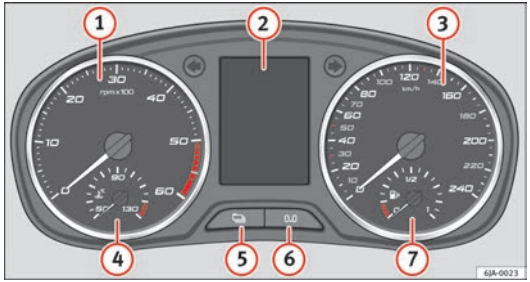

Fig. 31 General instrument panel
The red part of the rev counter scale (1) ⇒ Fig. 31 ⇒ page 55 marks the zone where the engine control unit begins to limit the engine speed. The engine control unit is responsible for reducing the revs to a safe limit.
The coolant temperature gauge (4) ⇒ Fig. 31 ⇒ page 55 only works when the ignition is switched on.
The fuel gauge (7) ⇒ Fig. 31 ⇒ page 55 operates only when the ignition is switched on.
In order to reset the daily distance covered keep the button (6) ⇒ Fig. 31 ⇒ page 55 pressed down.
The number of kilometres (miles) or time remaining until the service inspection can always be displayed when the ignition is switched on by pressing the button (5) ⇒ Fig. 31 ⇒ page 55.
The service intervals display can be reset by pressing the button, (6) ⇒ Fig. 31 ⇒ page 55. ▶
The clock is set using the buttons (5) to (6) ⇒ Fig. 31 ⇒ page 55.